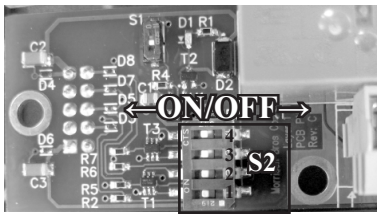

Figure 6 - Configuring the OUTPUT MODULE
a. **Alarm Channel:** Configures a Dry Contact Output Module to respond to specific input channels. Each Output Module may be configured to be activated by one or more input channels in any combination. This is accomplished by setting DIP switch positions one through four of S2 either ON (selecting a channel) or OFF (not selecting a channel). See **Figure 6.**
i. Locate the four position DIP switch, S2, on the Output Module to be configured (see **Figure 6**).